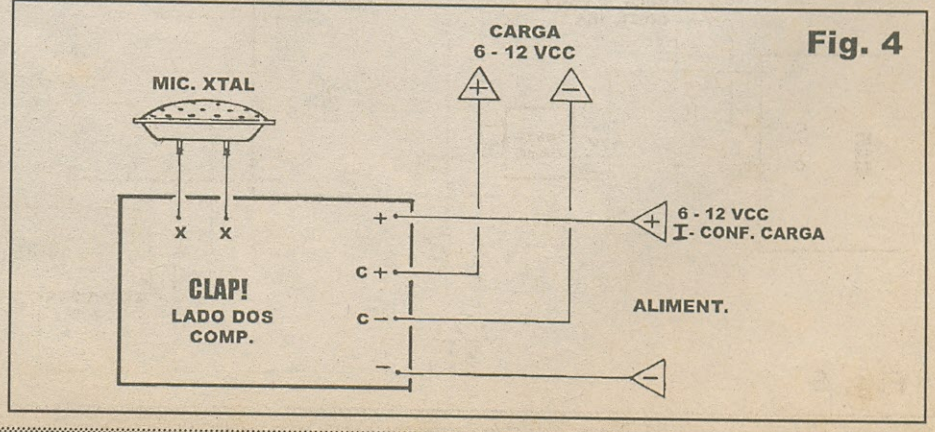

Fig. 4
- FIG. 4 - CONEXÕES EXTERNAS À PLACA - Com o impresso ainda visto pelo lado dos componentes (só que agora *ignorando* os componentes já detalhados na figura anterior, para não atrapalhar o *visual*...), o diagrama mostra as ligações a serem feitas *da placa para fora*, que são poucas e simples... Os terminais da cápsula de microfone de cristal devem ser ligados (por pedacinhos de fio flexível, isolado...) aos pontos **X-X**... A alimentação geral vai aos pontos **(+) - positivo** e **(-) - negativo**... A saída para a carga a ser controlada é recolhida nos pontos **C+ (positivo)** e **C- (negativo)**... Tudo é tão simples e direto que basta um pouquinho de atenção e cuidado para que as coisas saiam corretas...